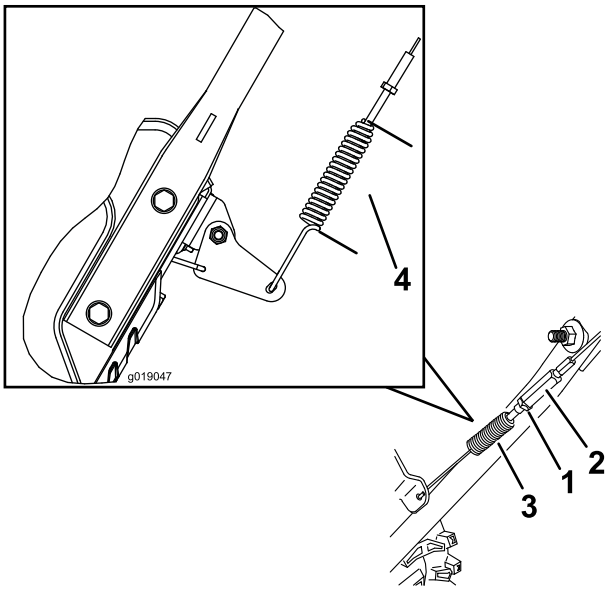

Рисунок 40
3. Ослабьте натяжение или подтяните винтовую стяжку, чтобы отрегулировать длину пружины на 7 см (Рисунок 40).
4. Затяните контргайку (Рисунок 40), убедившись, что имеется небольшое натяжение тросика.